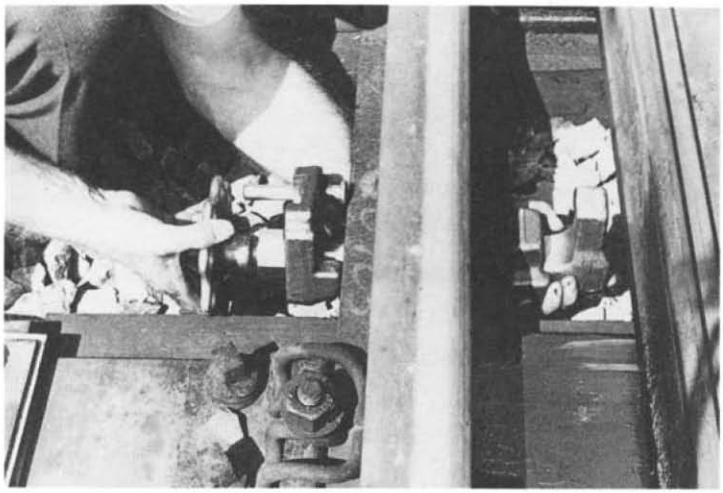

Bild 6
e) HV 73 in den Schienenfuß einhängen und so ausrichten, daß er rechtwinklig zur Backenschiene steht (vgl. Bild 6).